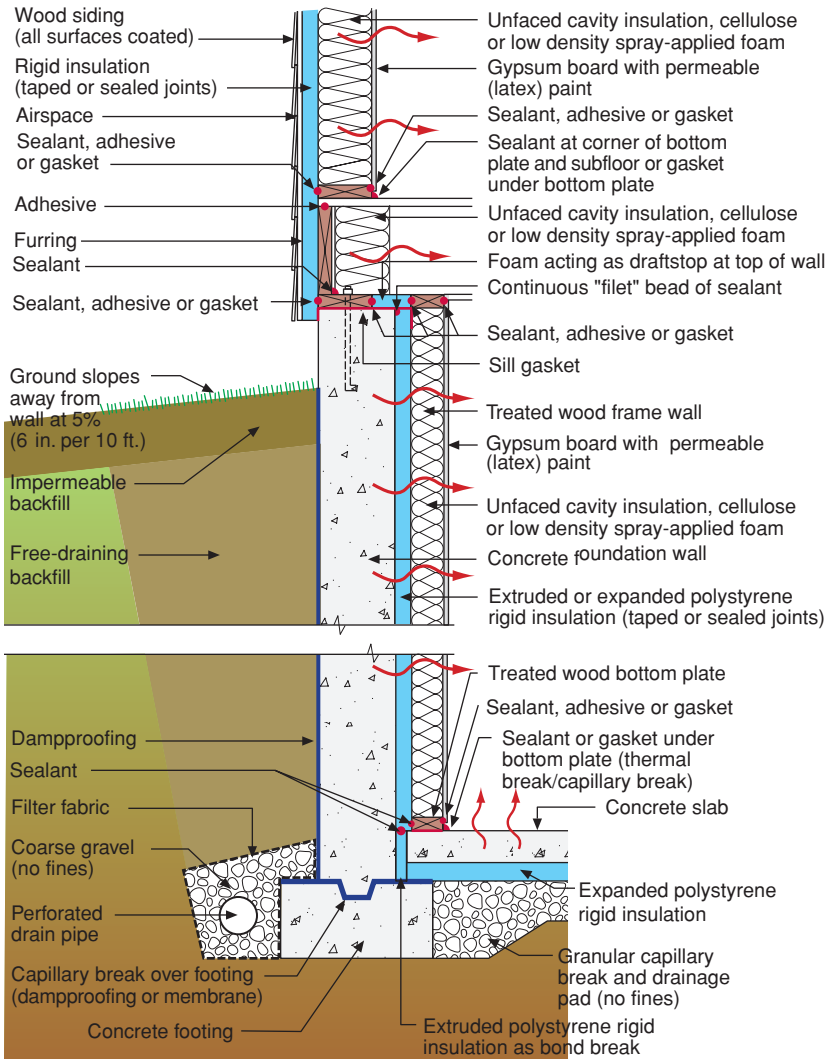

Figure 20
**Basements** Basements should be designed to dry to the interior (see **Figure 20**). These principles are often in conflict with some common misapplied energy conservation and moisture control practices – for example the use of sheet polyethylene as an interior vapor barrier.